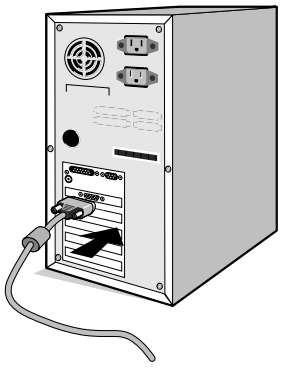

Figure A.1
2. **Pour un PC équipé d'une sortie analogique :** Branchez le mini-connecteur D-SUB à 15 broches du câble de signal connecté au moniteur sur le connecteur de la carte vidéo de votre ordinateur (**Figure A.1**). Serrez toutes les vis.